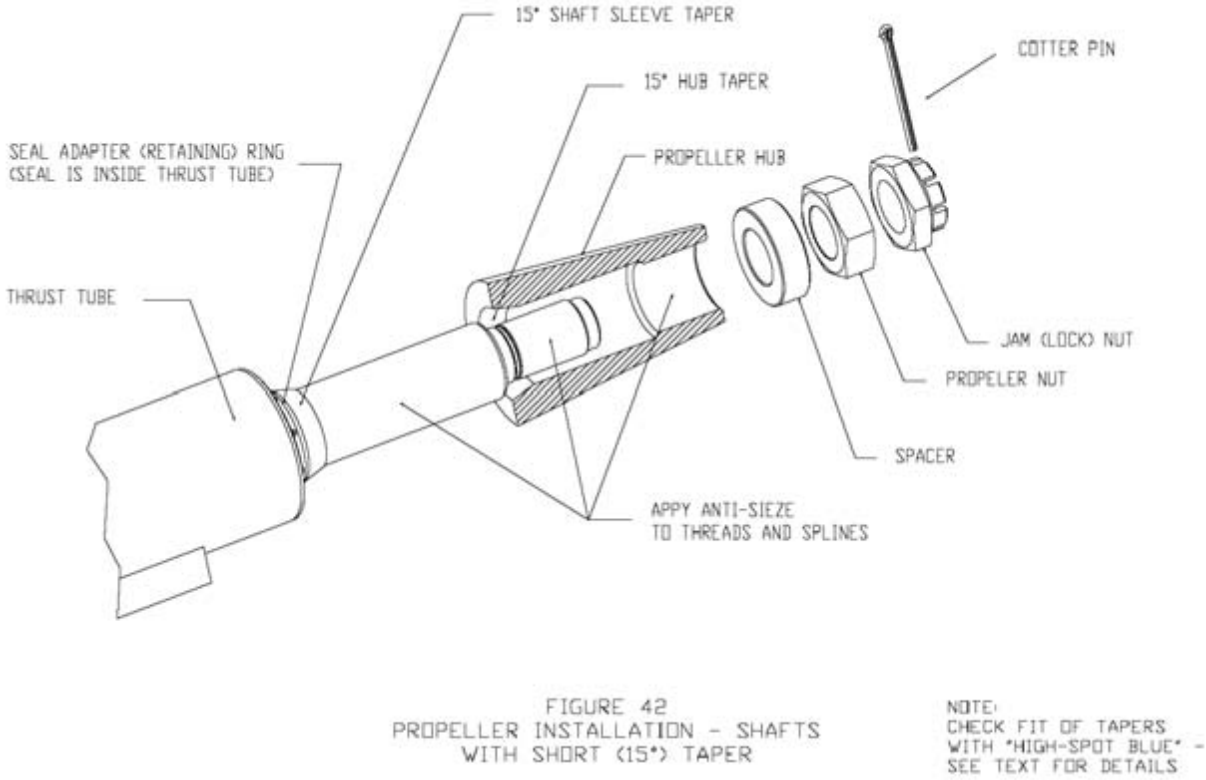

Figure 148. Propeller Installation - Shafts with short (15 Degree) Taper
2. **Drives having a sleeve-mounted mechanical seal (1007027A, 1018347, 1018684 and similar designs):** Install the propeller, spacer, propeller nut, lock nut, on the shaft as shown in **Figure 148**. Torque the propeller nut to 1356 N-m (1000 ft.-lbs). Torque the jam (lock) nut to 949 to 1085 N-m (700 to 800 ft.-lbs). Approach the lower value, then continue until a cotter pin slot in the nut aligns with the hole in the shaft. Install the cotter pin.